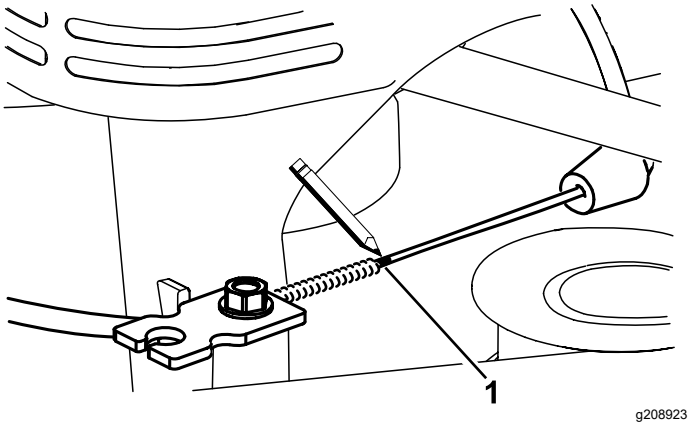
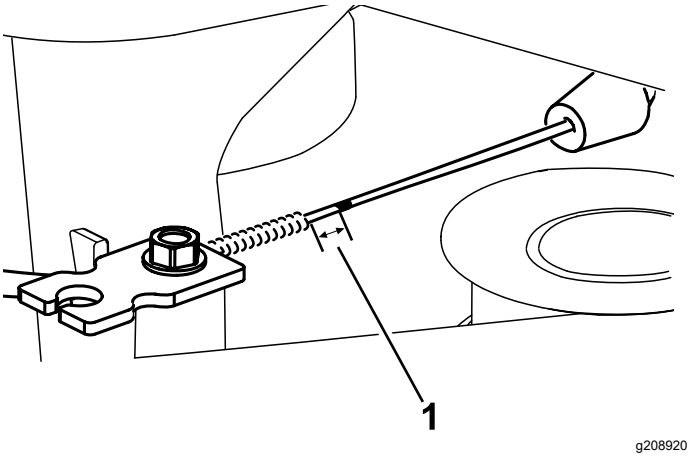

**Figure 45**
**Figure 46**
7. Faites une marque sur le câble de frein (Figure 45), puis réglez la gaine jusqu'à obtenir un mou d'environ 11 mm (7/16 po) (Figure 46).